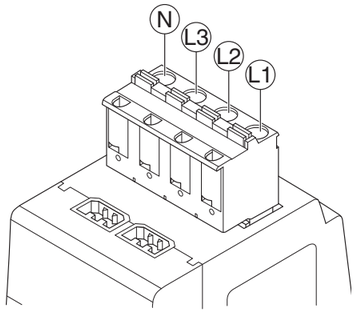

Bild 4 Spannungseingänge
- ▶ Anschlusskabel L1, L2, L3 und N über ein geeignetes Kabel (→ Tabelle 3) mit dem Stecker für Spannungsanschluss (→ Bild 4) verbinden.